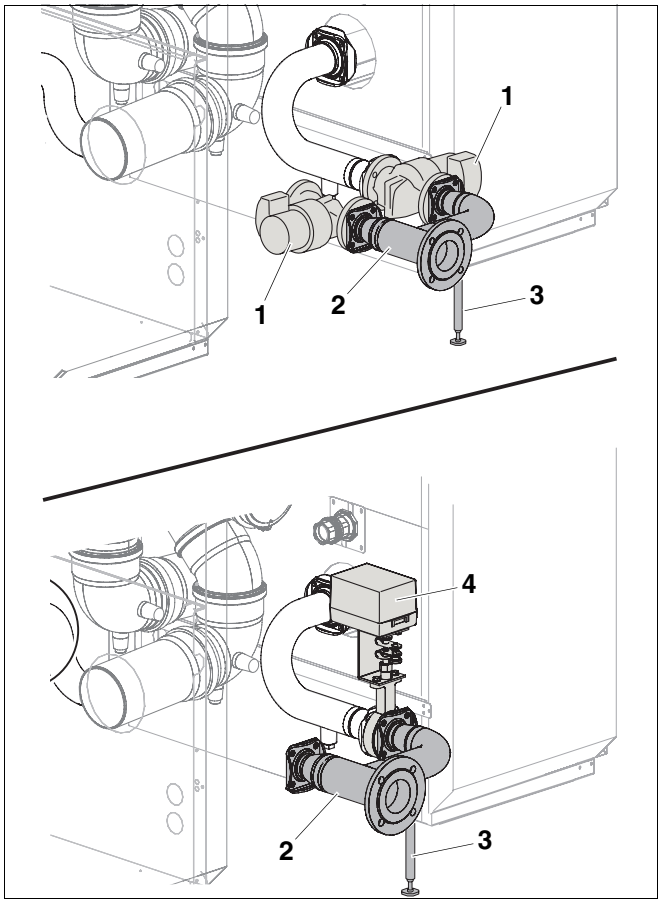
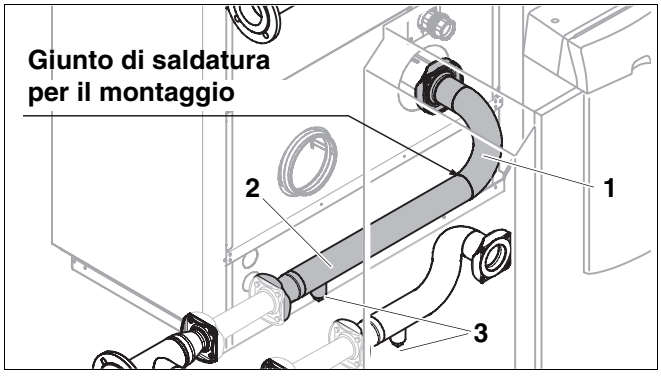

Fig. 11 Montaggio del raccordo di ritorno
Fig. 12 Saldatura del tubo lungo di ritorno
- Avvitare il raccordo di ritorno (fig. 11, **pos. 2**) con relativa guarnizione alla pompa (fig. 11, **pos. 1**) servendosi di 4 viti e dadi, come illustrato nella fig. 11 in alto.
- Posizionare il puntello (fig. 11, **pos. 3**) sotto il raccordo di ritorno e regolarlo in altezza finché la tubazione di ritorno non risulti priva di tensione.
- Avvitare la flangia della 2^ parte del tubo lungo di ritorno (fig. 12, **pos. 2**) con relativa guarnizione alla seconda pompa e avvitarla con 4 viti e dadi.
- Avvitare la valvola di regolazione a due vie motorizzata (fig. 11, **pos. 4**) con 2 guarnizioni tra il tubo di ritorno e il raccordo di ritorno (fig. 11, **pos. 2**) servendosi di 4 viti e dadi.
- Avvitare la seconda valvola di regolazione a due vie motorizzata con 2 guarnizioni tra la 2^ parte del tubo lungo di ritorno (fig. 12, **pos. 2**) e il raccordo di ritorno (fig. 11, **pos. 2**) servendosi di 4 viti e dadi.
Il manicotto del collegamento di ritorno (fig. 12, **pos. 3**) serve per favorire lo svuotamento.